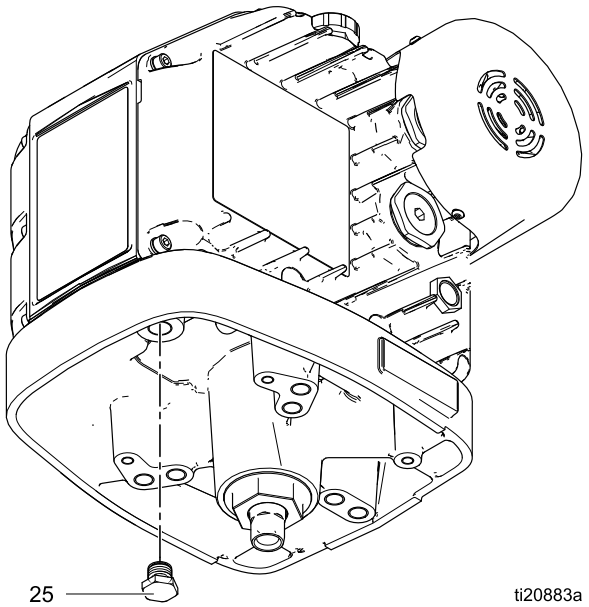
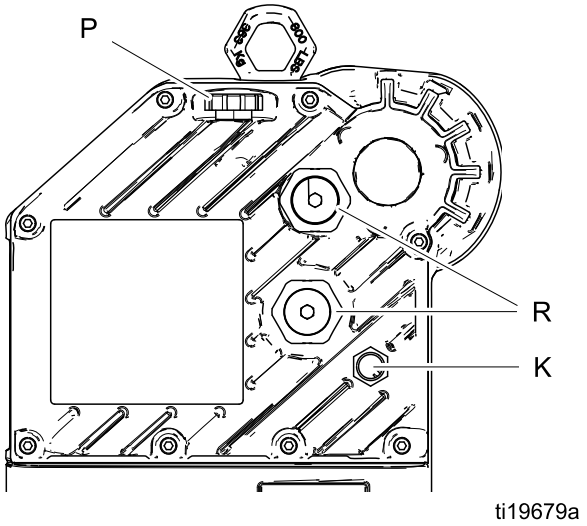

Figure 6 Bouchon de vidange d'huile
Figure 7 Fenêtre et bouchon de remplissage d'huile
1. Consultez la Fig. 6. Placez un réservoir de 1,9 litre (2 quarts) minimum sous l'orifice de vidange d'huile. Retirez le bouchon de vidange d'huile (25). Laissez l'huile s'écouler du moteur.
2. Remettez le bouchon de vidange d'huile (25). Serrez à un couple de 34–40 N•m (25–30 pi-lb).
3. Consultez la Fig. 7. Ouvrez le bouchon de remplissage (P) et ajoutez de l'huile pour démultiplicateur synthétique sans silicone ISO 220 référence Graco 16W645. Vérifiez le niveau d'huile dans la fenêtre (K). Remplissez jusqu'à ce que le niveau d'huile se trouve près de la moitié de la fenêtre. La capacité d'huile est d'environ 1,4 litre (1,5 quart). **Ne remplissez pas trop.**
Consultez la Fig. 7. Vérifiez le niveau d'huile dans la fenêtre (K). Le niveau d'huile doit se trouver près de la moitié de la fenêtre lorsque l'appareil ne fonctionne pas. S'il est bas, ouvrez le bouchon de remplissage (P) et ajoutez de l'huile pour démultiplicateur synthétique sans silicone ISO 220 Graco (référence 16W645), si nécessaire. La capacité d'huile est d'environ 1,4 litre (1,5 quart). **Ne remplissez pas trop.**
Consultez la Fig. 7. Les pré-charges de roulement (R) sont définies en usine et ne sont pas réglables par l'utilisateur. Ne réglez pas les pré-charges de roulement.